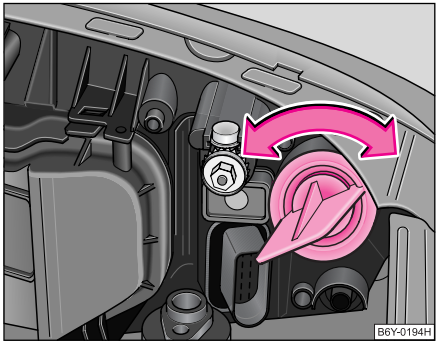

Fig. 170 Demontarea becului cu incandescență al luminii de semnalizare din față
– Scoateți becul cu soclul, rotind spre stânga soclul ⇒ fig. 170.